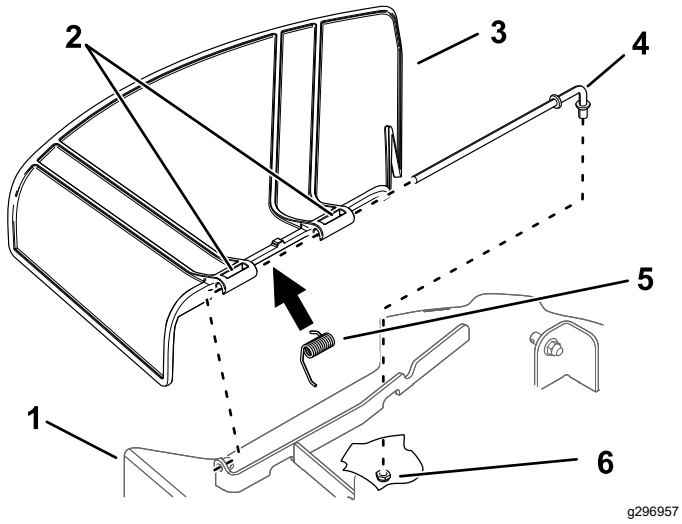

**Figure 75**
1. Remove the nut (3/8 inch) from the rod under the mower (Figure 75).
2. Slide the rod out of the short stand-off, spring, and grass deflector (Figure 75).
4. Replace the grass deflector (Figure 75).
7. Slide the rod through the second grass-deflector bracket (Figure 75).
9. Secure the rear end of the rod into the mower with a nut (3/8 inch) as shown in Figure 75.